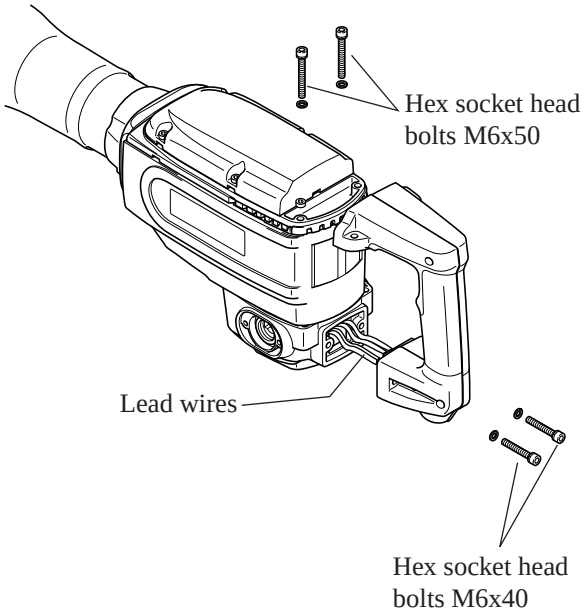

Fig. 3
(2) Remove handle set from crank housing by unscrewing hex socket head bolts M6x50 and M6x40. However, the handle set can not be separated completely from motor housing in this step, because it is still connected with lead wires. See Fig. 3.